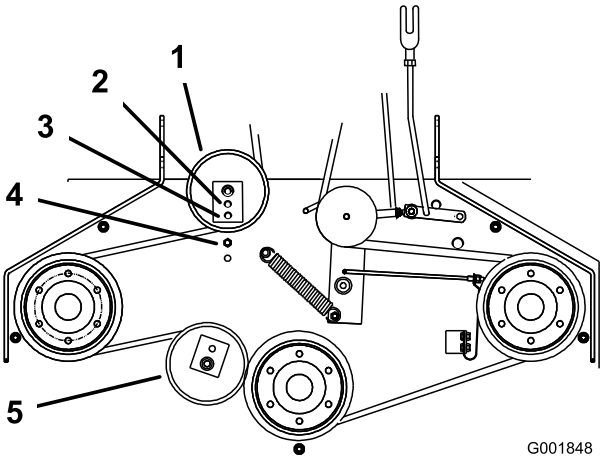

Figur 45
mellandrevet flyttas till mitthålet eller främre hålet (Figur 45). Använd det hål som ger rätt justering.
7. När mellandrevet flyttas måste även remstyrningen flyttas. Flytta remstyrningen till det främre läget (Figur 45).